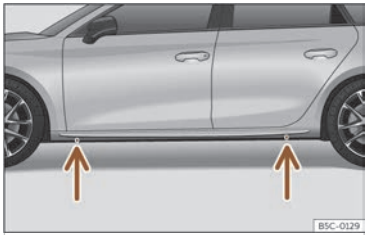

Fig. 255 Points de prise du cric.
- Recherchez sur le bas de caisse la marque du point d'appui du cric (zone renfoncée) le plus proche de la roue à changer ››› fig. 255.